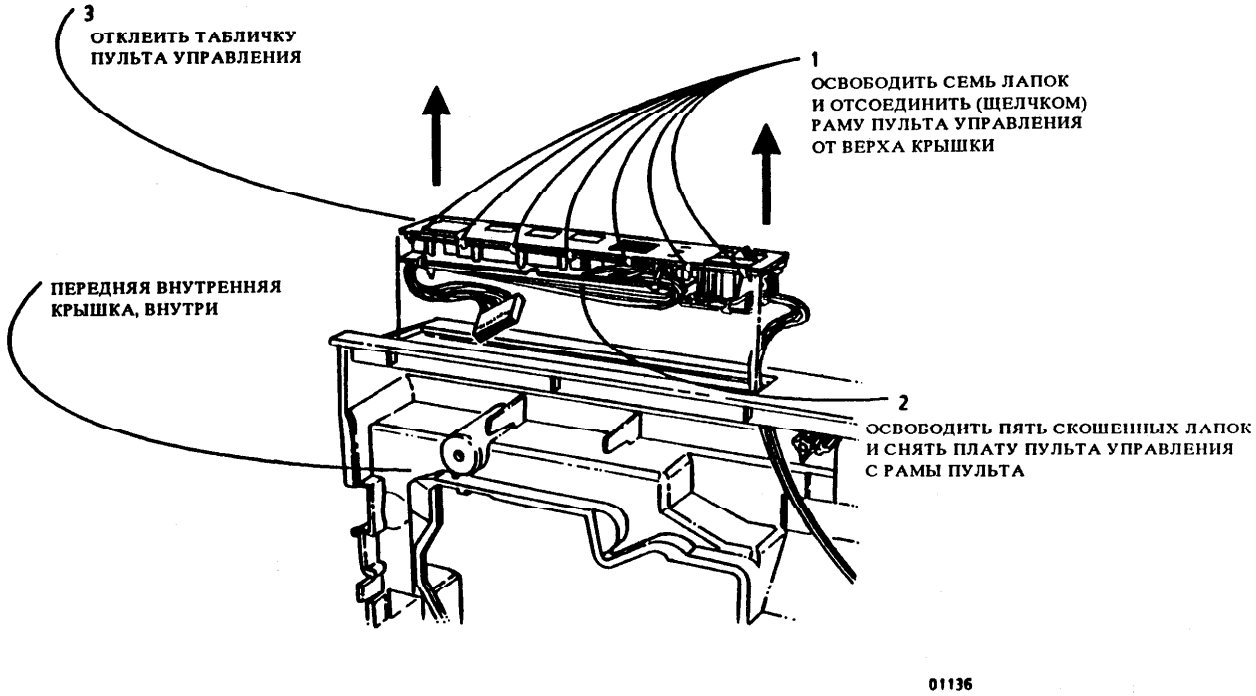

Рис.1 Снятие рамы, платы и таблички пульта управления
2. (Рис. 1): снять раму пульта управления, плату пульта управления и табличку согласно необходимости.